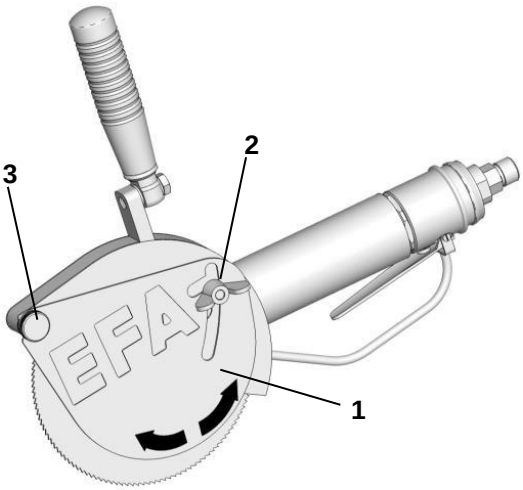

Fig. 6 Ajuste del tope de profundidad (SK 16-8D)
- Ajuste la profundidad de corte por medio del tope (si dispone de uno); para hacerlo, afloje la tuerca de mariposa (2) y gire el tope (1) sobre el punto de giro (3).
- Apriete la tuerca de mariposa (2) (véase Fig. 6).